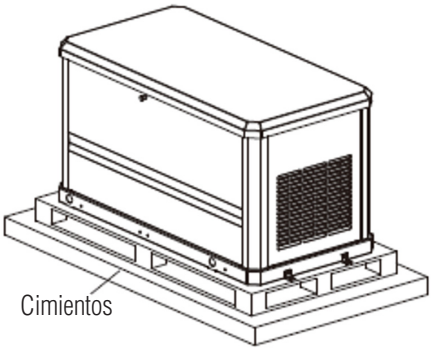

Figura 4-1
1. Transporte la máquina junto con el palé hasta la base de instalación (Figura 4-1);